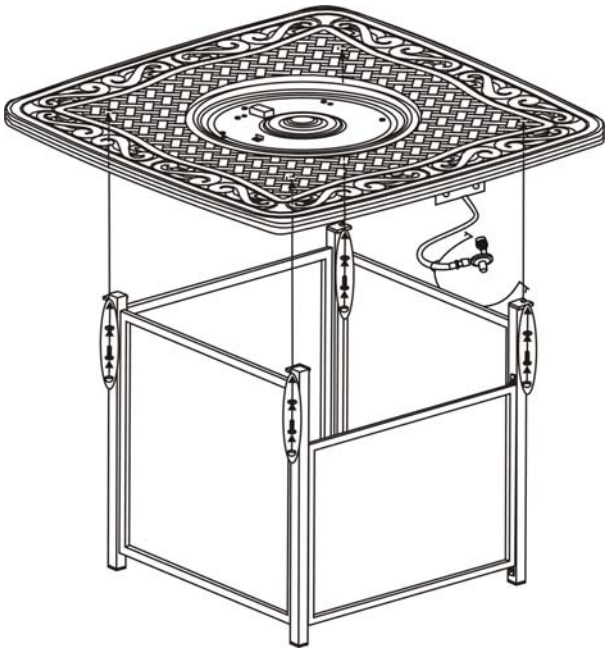

Figure 6
6. With the help of another person, carefully place the table top onto the table base. After making any necessary adjustments to the alignment of the table top and the assembled base, use four 1/4"x20 mm bolts and washers as shown in Figure 6.Guide the bolts through the holes in the base, into the pre drilled holes in the table top. **Do not tighten completely.**